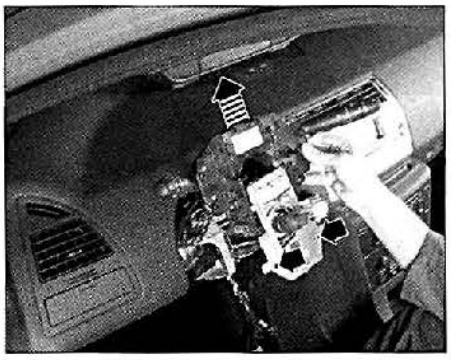

FIG. 36
• Desmontar los dos tornillos de fijación de la caja-grupo de mandos y deslizar el conjunto hacia arriba para desmontarlo. Comprobar que ningún conector no haya quedado conectado **(fig. 36).**